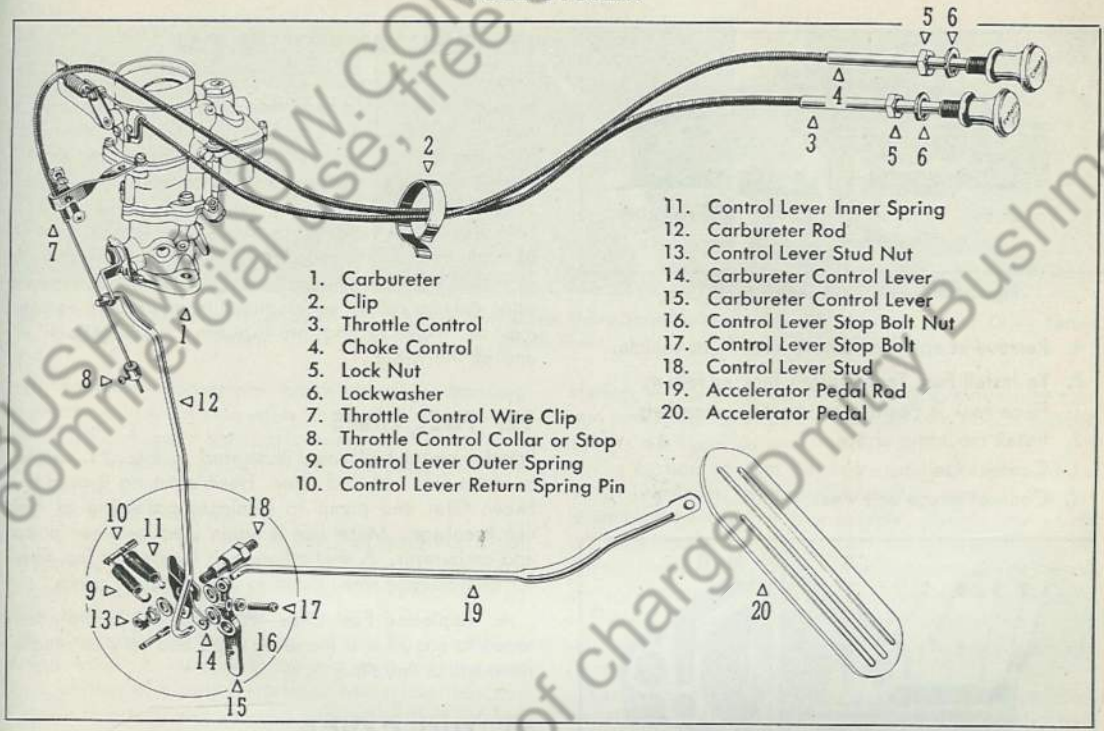

Fig. 24 Accelerator, Throttle, and Choke Control
A. To Remove and Install Accelerator Pedal and Linkage—Removal and installation of accelerator pedal and linkage may be readily accomplished by referring to Fig. 24.
A. To Remove Hand Throttle—Removal of hand throttle may be accomplished in following manner: (Refer to Fig. 24)
1. Remove collar or stop (8) at carbureter throttle end of wire.
2. Loosen control wire clip screw (7).
4. Remove locknut (5) and lockwasher (6) behind instrument panel and pull entire assembly out through instrument panel.
B. To Install Hand Throttle—Install hand throttle as follows: (Refer to Fig. 24)
1. Thread control wire and housing through proper hole in instrument panel, sliding lockwasher (6) and locknut (5) over control as it is moved through panel.
A. To Remove Choke Control—Removal of choke control may be accomplished in following manner: (Refer to Fig. 24)
B. To Install Choke Control—Install choke control as follows: (Refer to Fig. 24)
2. Continue to thread control through dash panel, control clip (2) and assembly end of flexible housing in clip at carbureter.